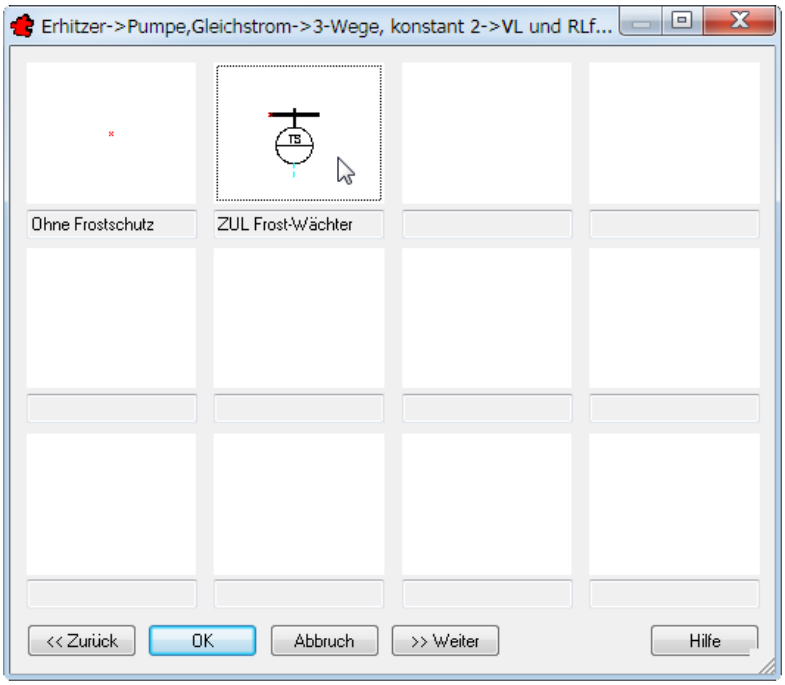

Bild 28.16 – Anfügen eines Frostwächters
- Letzte Komponente ist der Frostwächter. Wählen Sie hier *ZUL Frost-Wächter* (Abb. 28.16).